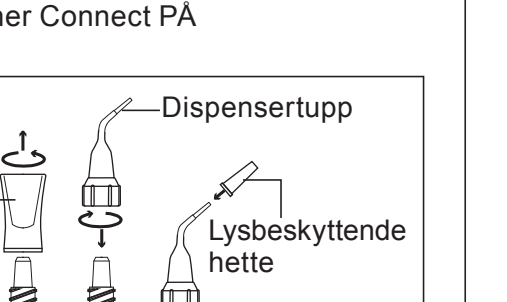

Fig. 1
1. Hold sprøyten rett opp, og fjern hetten ved å dreie den mot klokken (Fig. 1).